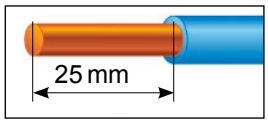

Abb. 34: Leiter abisolieren
- Leiter 25 mm abisolieren: siehe Abb. 34.